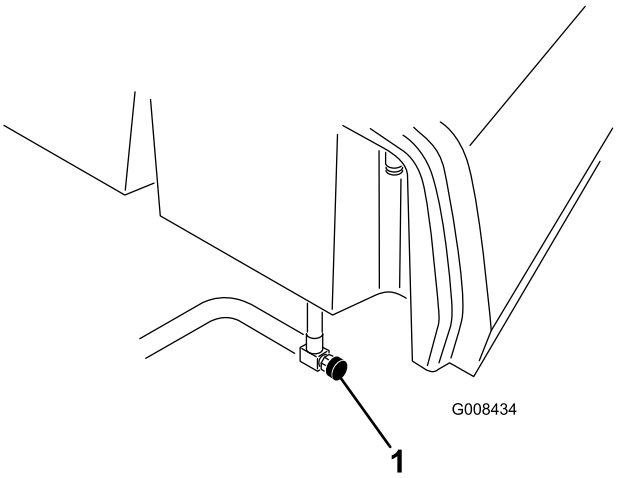

Figuur 39
1. Sluit de brandstofafsluitklep (Figuur 39) onder de brandstoftank.